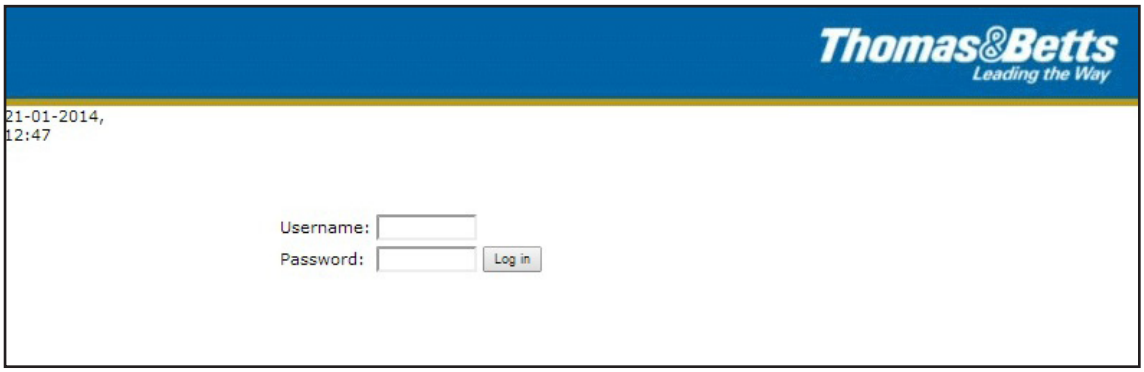

**Figure 2 - Login Page**
- The **Login** page appears as per figure 2.